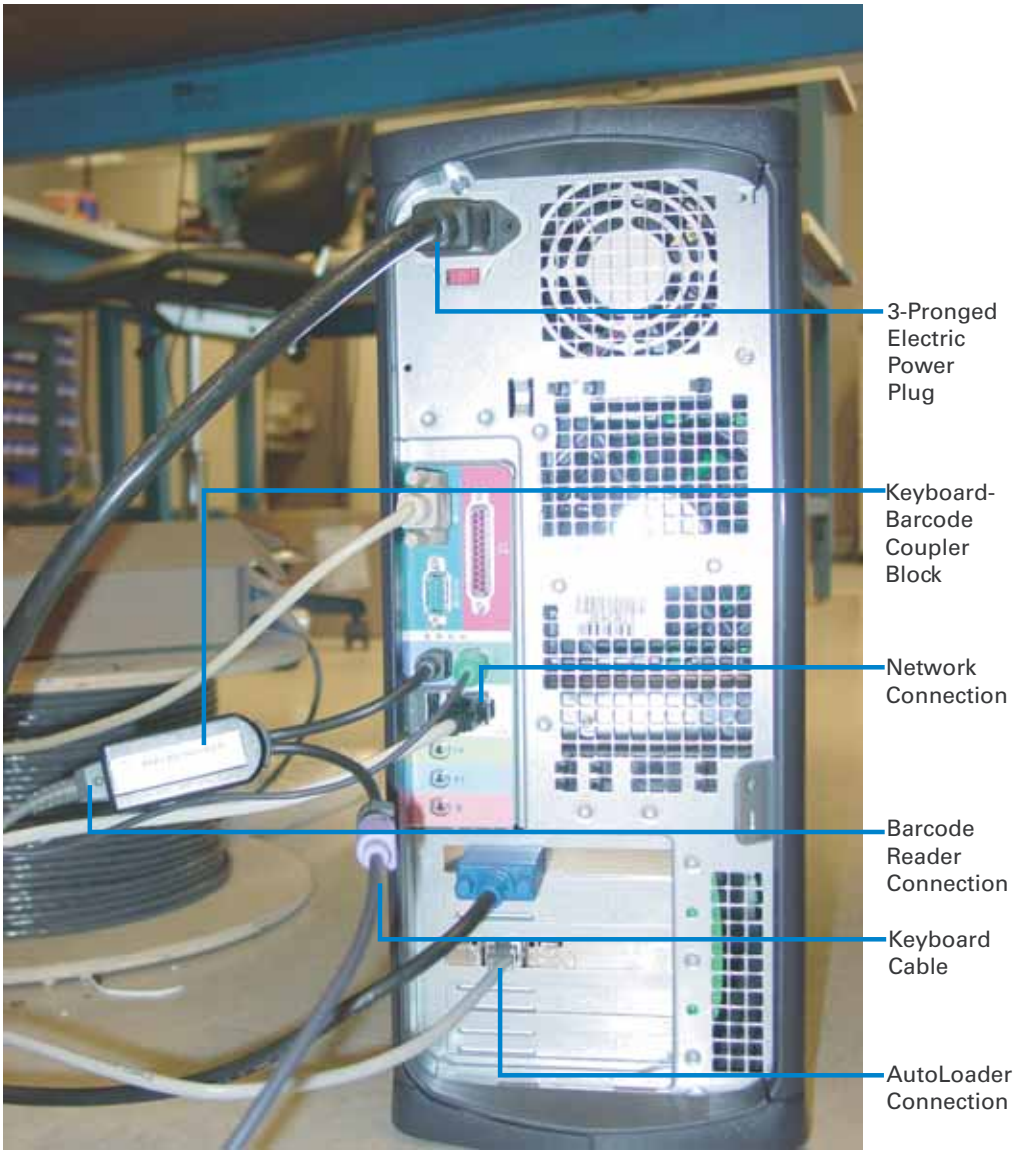

Figure L.3
The GeneChip® Scanner 3000 with an AutoLoader has the following connections on the unit **(Figure L.3)**:
1. Couple the barcode reader to the keyboard using the coupling block **(Figure L.2)**. Connect the coupling block to the workstation's keyboard port **(Figure L.3)**.
2. Connect the 3-pronged electric power plug to the workstation **(Figure L.3)**.
3. Connect the dedicated Ethernet cable from the scanner to the Ethernet port that is designated on the workstation. The port is located near the bottom of the workstation **(Figure L.3)**.
4. You can connect your company's network cable to the indicated port near the center of the workstation **(Figure L.3)**.